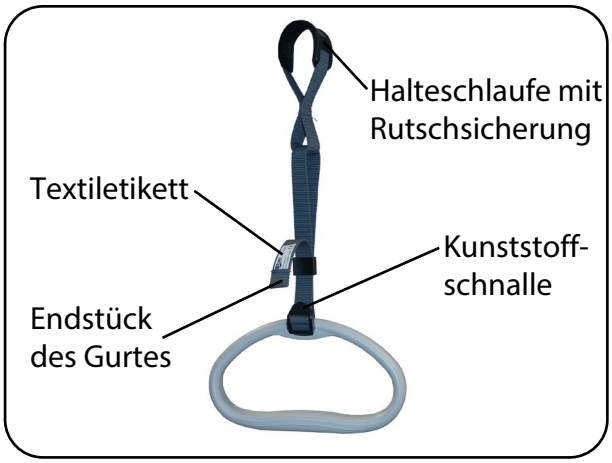

Abb. 6.5.03 – Haltegriff und Gurt
5. Passen Sie die Höhe des Haltegriffs an die individuellen Patientenbedürfnisse an. Das Gurtband hat einen Verstellbereich von 20 cm und kann über die Kunststoffschnalle (Abb. 6.5.03) verstellt werden. Hierbei darf der Griff nicht belastet sein. Achten Sie darauf, dass das Endstück des Gurtes min. 3 cm über der Kunststoffschnalle steht (Abb. 6.5.03).